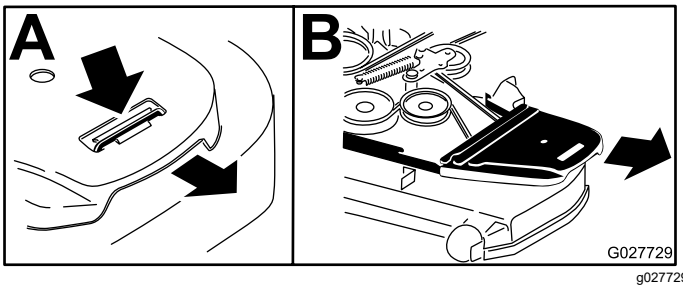

Figure 60
7. Déposez les protège-courroies ainsi que les boulons qui sont fixés dessus (Figure 60).